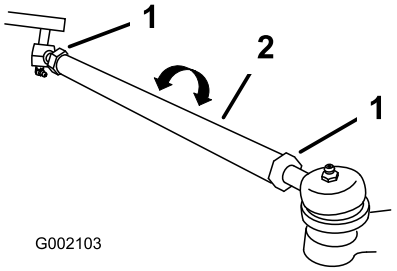

Figuur 12
2. Als de afstand buiten het gespecificeerde bereik valt (zie de maten en parameters bij het begin van deze procedure), moet u de contramoeren aan beide uiteinden van de spoorstangen losdraaien (Figuur 12).